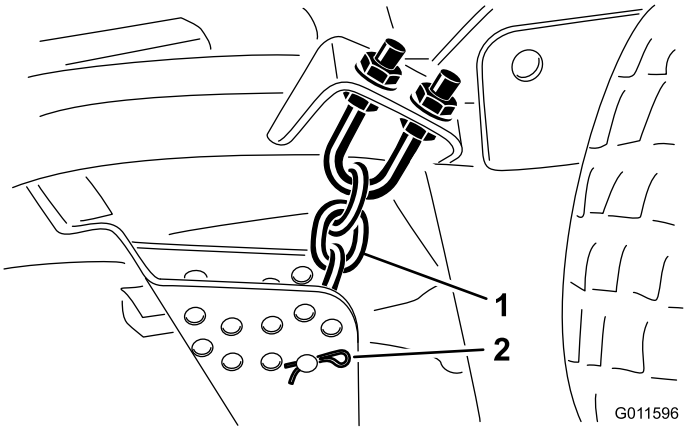

Figur 16
8. Ta bort hårnålssprinten och sprintbulten som fäster klipphöjdskedjorna på klippdäckets bakre del (Figur 16).